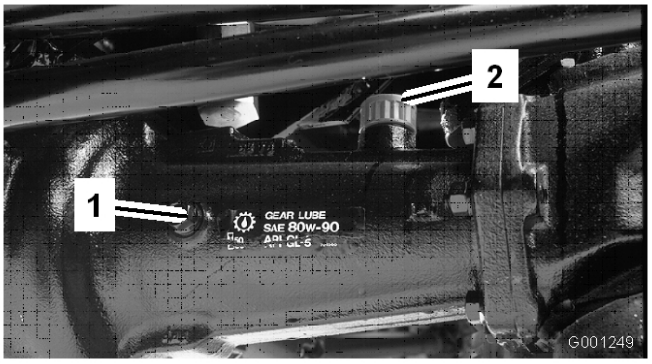
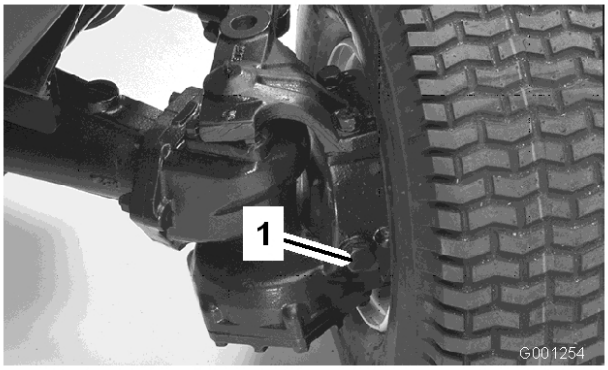

Figur 26
Figur 27
2. Avlägsna kontrollpluggarna från axeln och se till att oljan når upp till botten av varje hål. Om oljenivån är låg, tar du bort påfyllningspluggarna och häller på olja så att nivån når upp till kontrollplugghålens undersida (Figur 26 och Figur 27).